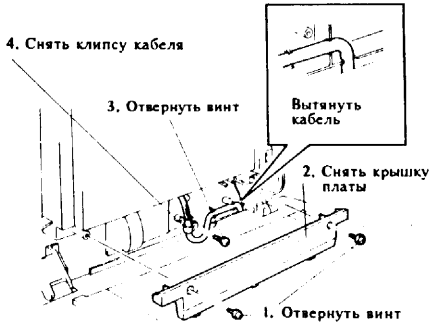

Рис.3. Снятие клипсы кабеля
7. Снять клипсу кабеля (рис.3).